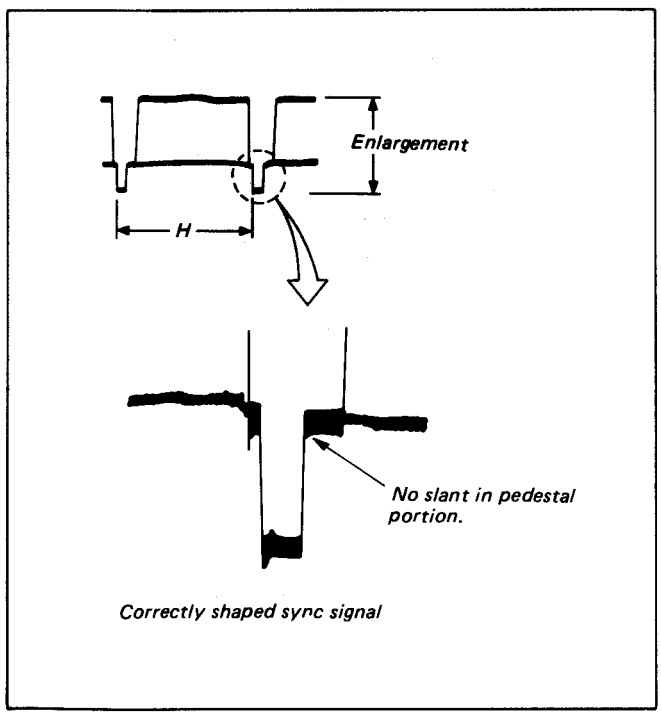

Fig. 3-12 AC clip adjustment
3) Confirm that there is no slant in the pedestal portion of the output waveform on playback equipment VIDEO OUT, and that the shape of the sync signal is normal. (Fig. 3-12)